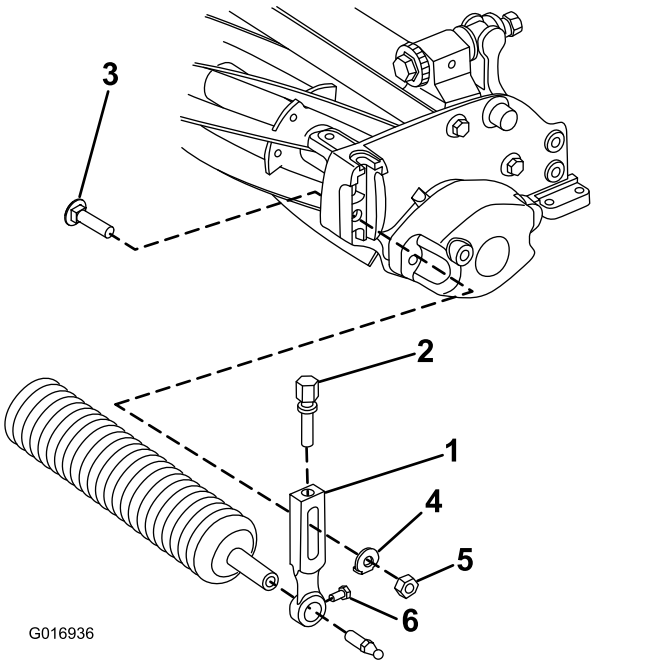

Figur 3
1. Fjern plogskruen, skiven og flensmutteren som fester én av klippehøydearmene til klippeenhetens sideplate (Figur 3).